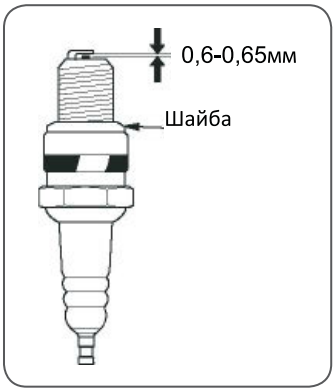

Рис. 10
4. Измерьте зазор между электродами свечи специальным щупом. Зазор должен быть 0,6-0,65 мм. (Рис.10) При увеличении или уменьшении требуемого зазора рекомендуется заменить свечу, так как регулировка зазора может привести к изменению качества искрообразования.